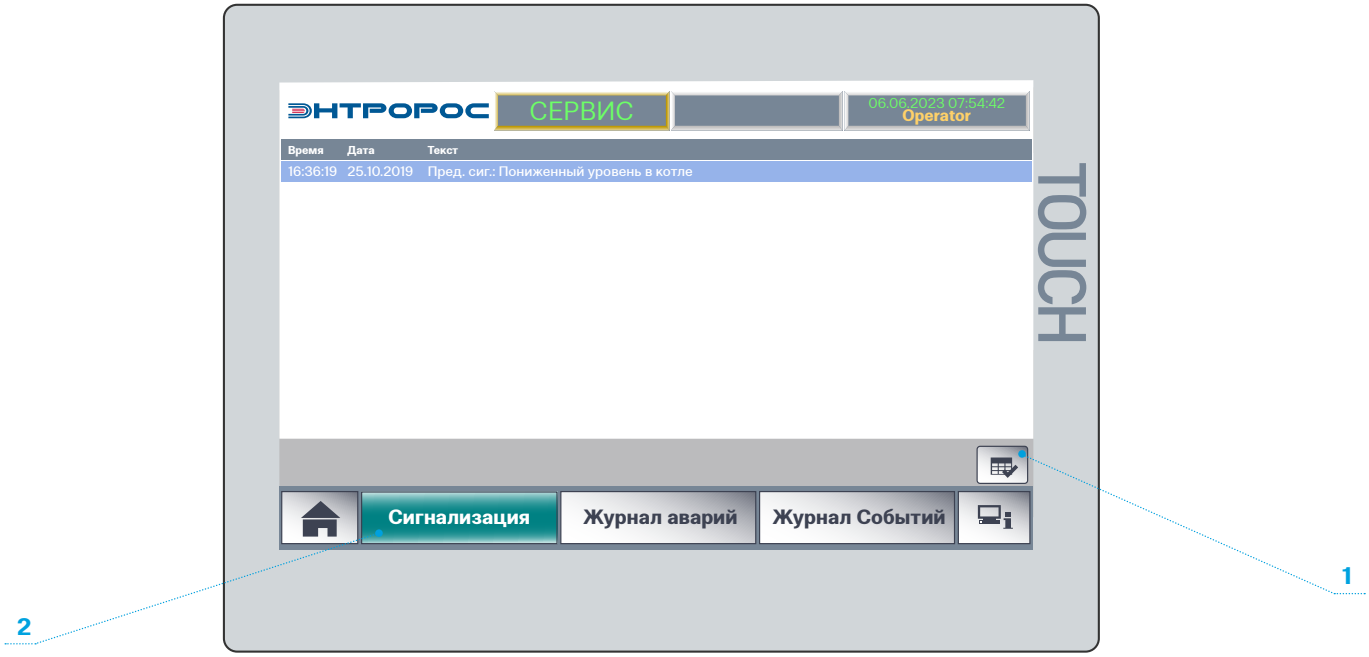

*Рис. 20*
Данная ветвь пользовательского меню (рис.20) служит для просмотра всех зарегистрированных событий в системе. Система сообщений этого HMI-интерфейса построена по принципу стека FIFO (первый пришел — первый вышел), который основан на всех функциях предустановленной ОС панели оператора, а также ограничена физической памятью панели и ее хватает на хранение и сортировку последних 1024 сообщений После исчерпания объема памяти более старые сообщения переписываются более новыми.
- окно сигнализации (рис. 20);
Окно сигнализации служит для предоставления оператору информации о наличии предупредительной или аварийной сигнализации. По результату просмотра данного окна оператор принимает нужное решение о квитировании (просто нажатием кнопки 1 (рис.20)) конкретного аварийного или предупредительного сообщения, в результате чего сразу деактивируется аварийная сигнализация. Данная функция просто необходима для сигнализации оператору системы о необходимости экстренного принятии решения по недопущению аварийного останова, или при деблокировке (решение о выводе системы в исходное состояние) после окончания аварийного события (см. Приложение 1 «Алгоритмы и режимы управления») Текущее окно системы сообщений подсвечивается цветом (2).